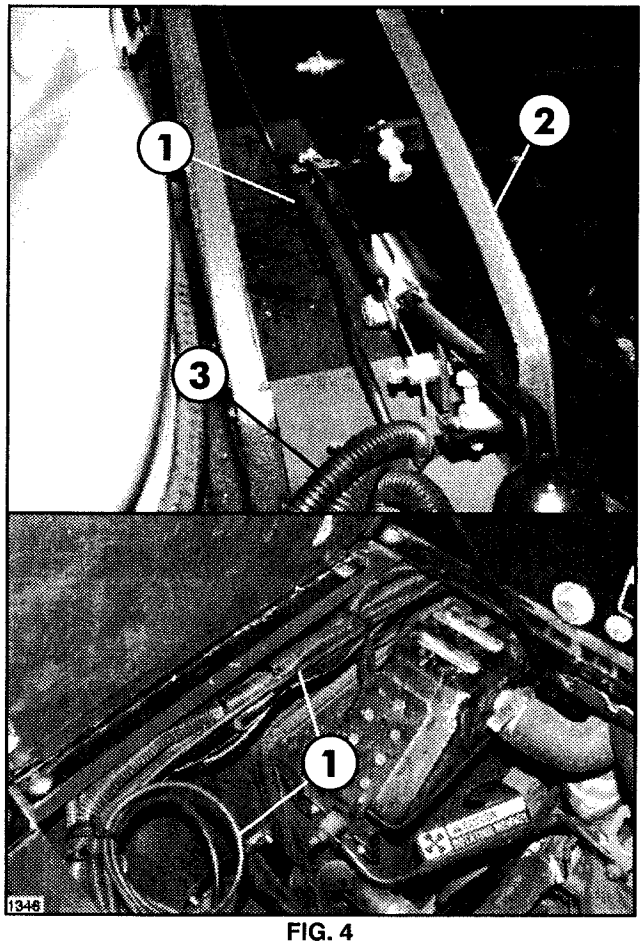

FIG. 4
5. Route Power Cable under Vehicle Mount PAPR Assembly and thread through Grommet into Center Console. Route Power Cable, following Vehicle Wire Harness, down into Seat Box and over to Accessory Solenoid. See FIG. 4 & 6.